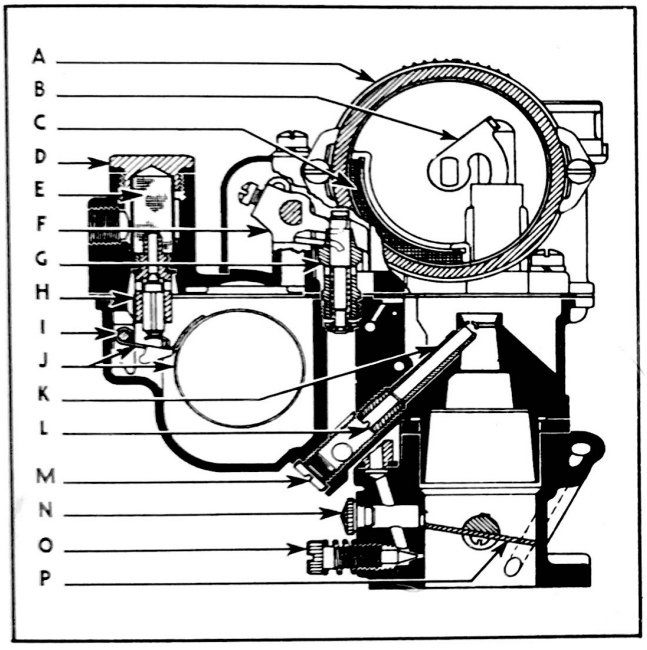

Figure 45
22. Remove thermostatic coil and housing assembly and gasket from air horn and lift out screen (see Fig. 45).